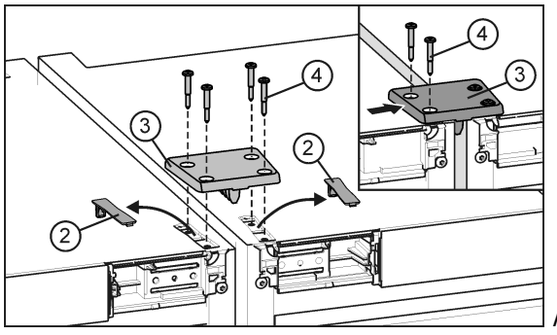

*Fig. 23*
▶ Faire désencliqueter les caches *Fig. 23 (2)* et les enlever.
▶ Mettre en place la plaque de jonction *Fig. 23 (3)* et la fixer provisoirement au moyen de deux vis *Fig. 23 (4)* à un appareil.